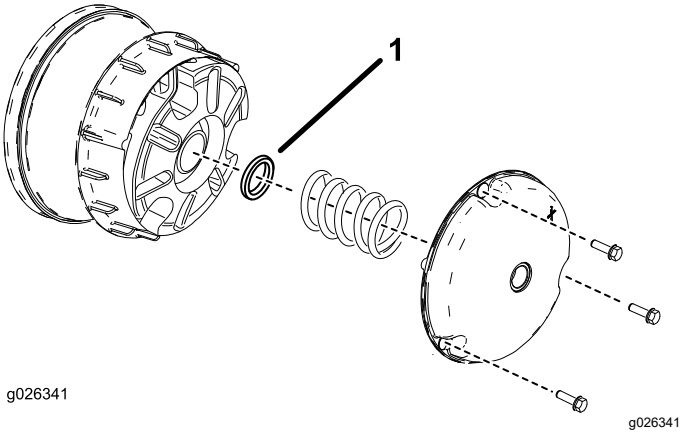

**Figur 61**
2. Afmonter boltene, der fastgør primærkoblings-dækslet som vist i Figur 61.